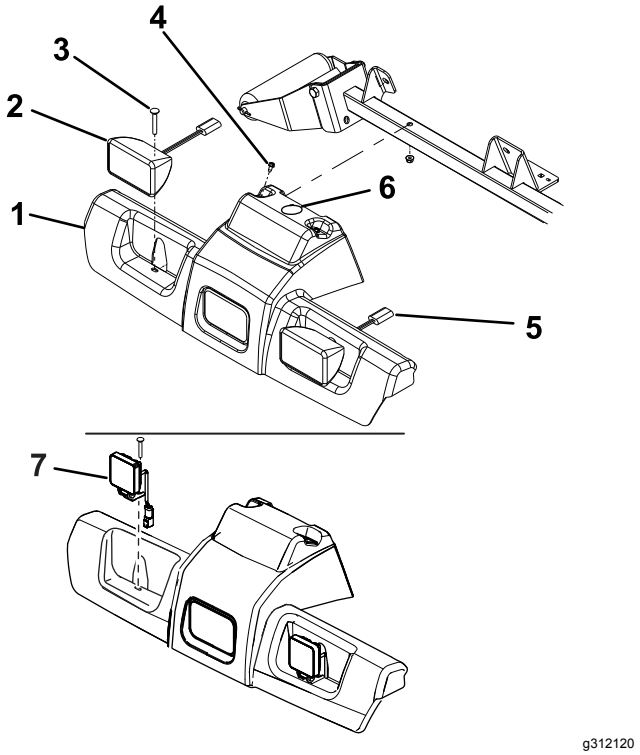

Figuur 27
Opmerking: Gebruik Figuur 27 of Figuur 15 om te bepalen welke koplamp u heeft.
11. Plaats het platformdeksel bovenop het frame (Figuur 27).
12. Steek de kabelboomaansluitingen van de verlichtingsset in de koplampen op het scherm (Figuur 27).
13. Bevestig het scherm en de koplampen aan het frame met de 2 slotbouten en moeren die u eerder verwijderd hebt (Figuur 27).